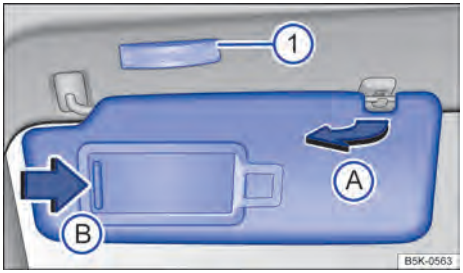

Fig. 83 Para-sol.
– Retirar o para-sol cuidadosamente do suporte segurando a base de fixação e virar na direção das portas → Fig. 83 (A).
No para-sol rebatido para baixo encontra-se um espelho de cortesia atrás de uma cobertura. Ao abrir a cobertura → Fig. 83 (B) uma lanterna se acende (1).